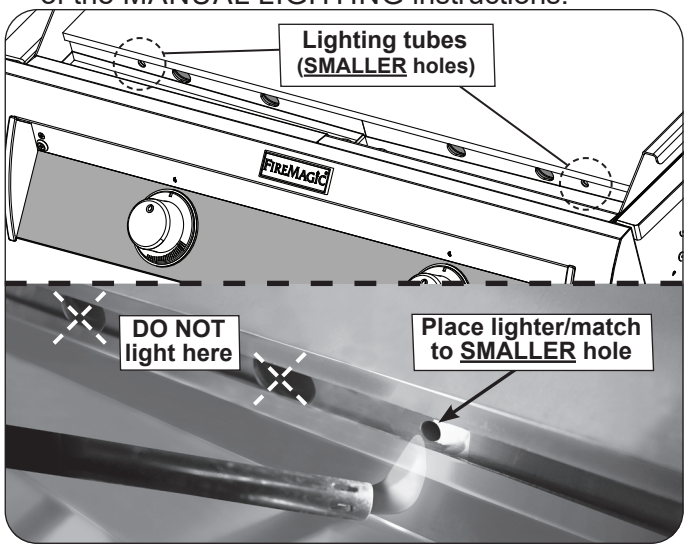

Fig. 35-3 **- Manual lighting**
2. Hold a burning long-barrel butane lighter or burning long-stem match up to the opening of the lighting tube (**SMALLER hole) for 5 seconds**. Then depress the appropriate control knob and while pressing turn it counterclockwise to the **HI LIGHT** position. Remove the lighter or match when the burner lights, and release the control knob. See Fig. 35-3.
4. If the burner does not light within five (5) seconds of turning the control knob, **immediately depress the knob and turn the valve to OFF**. WAIT FIVE (5) MINUTES before repeating steps 2 through 4 of the MANUAL LIGHTING instructions.